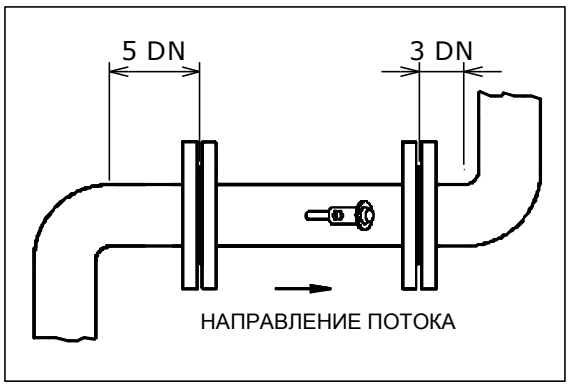

Рис.6 Минимальная длина прямолинейных участков трубы до и после расходомера
Ключевым аспектом при проектировании систем с применением ультразвуковых расходомеров является соблюдение условий установки расходомера на трубопровод для предотвращения потенциальных потерь точности измерений. Необходимая минимально допустимая длина прямолинейных участков трубы до расходомера FLOMIC и после него составляет 5 номинальных и 3 номинальных диаметров трубы (DN) (см. рис. 6) соответственно.